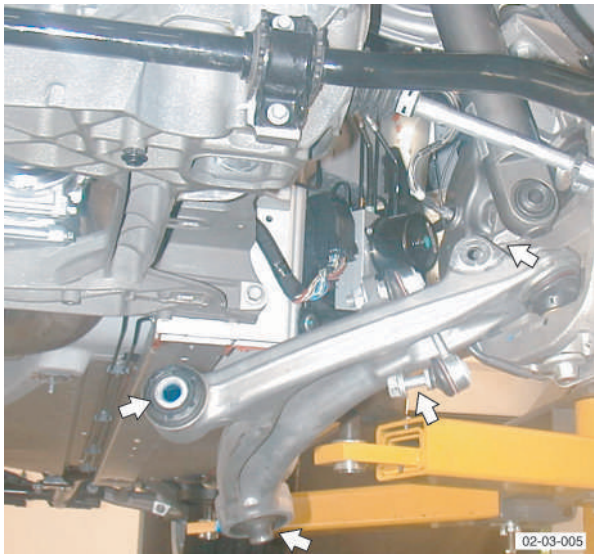

Fig. 2
16. Remove nuts and bolts (x4) and cam washers (x2) from lower suspension arms to subframe (See Fig. 2).